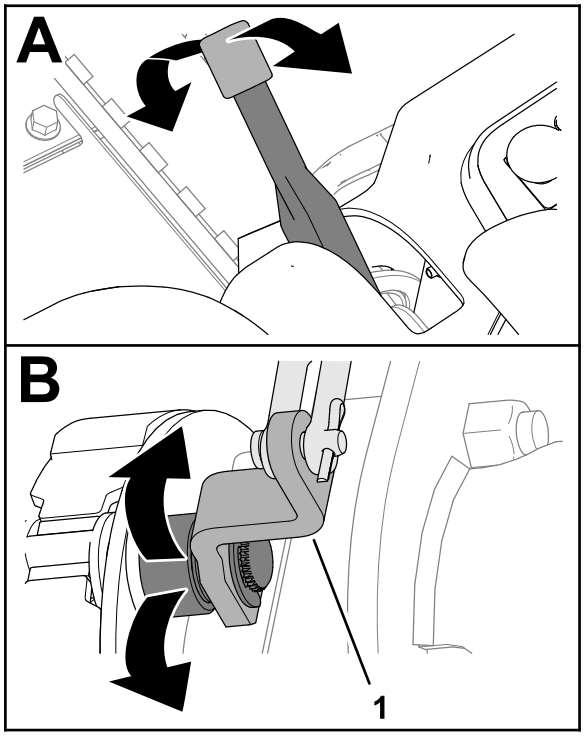

Figuur 71
2. Beweeg de parkeerremhendel naar boven en naar beneden om te controleren of de hendel voor de remnokhendel vrij beweegt (Figuur 71).